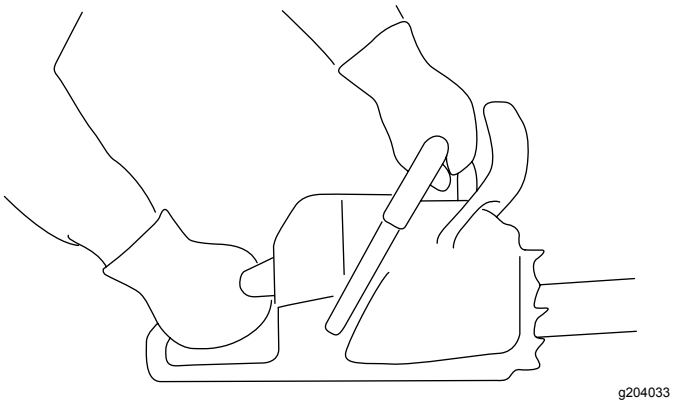

Figure 11
1. Tenez fermement la tronçonneuse à deux mains, la main gauche sur la poignée avant et la main droite sur la poignée arrière, comme montré à la Figure 11.
1. Tenez fermement la tronçonneuse comme montré à la Figure 11.
3. Tenez fermement la tronçonneuse comme montré à la (Figure 11).